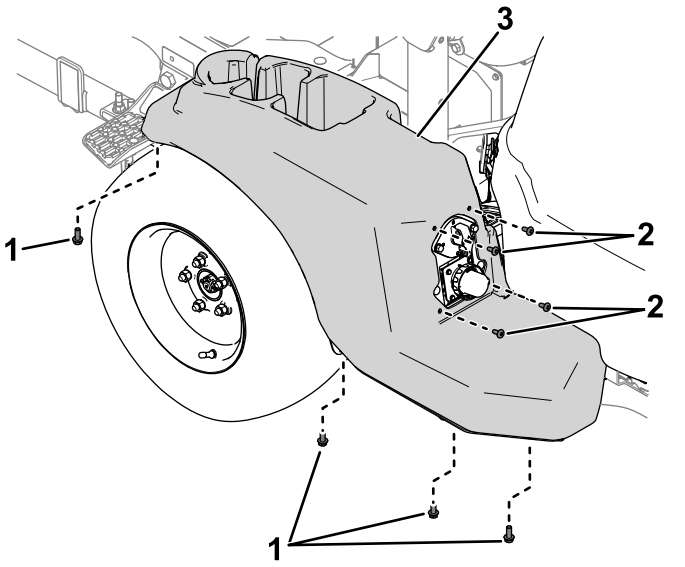

Figur 4
3. Brug de skruer og bolte, du fjernede tidligere, til at fastgøre dækslet til venstre side af maskinen (Figur 4).